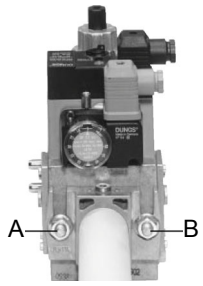
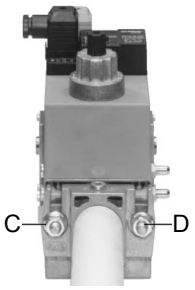
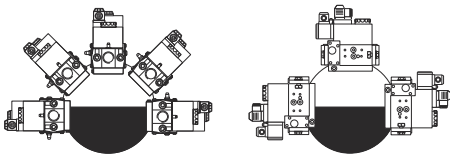

Fig. 6
Fig. 7
Fig. 9
3. tighten screws A, B, C and D (Fig. 6 - Fig. 7), accordind to the mounting positions (Fig. 9);